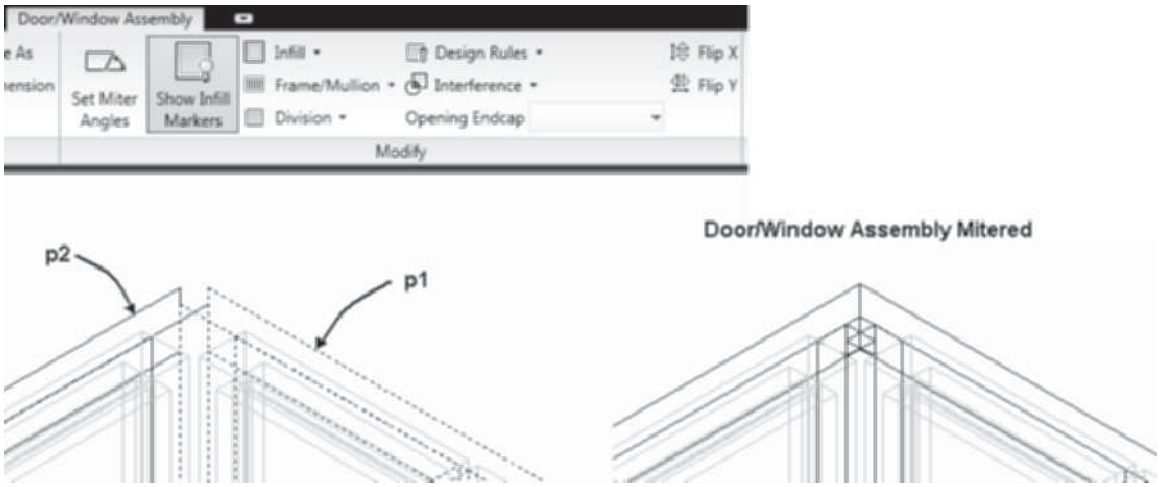

FIGURE 6.34 *Miter start and end of door/window assembly*
1. Select the door/window assembly at **p1** as shown in Figure 6.34, and choose **Set Miter Angle**.
2. Select the second grid assembly at **p2** as shown in Figure 6.34. Units are mitered as shown in Figure 6.34.
3. The miter is displayed only in pictorial view as shown in Figure 6.34.